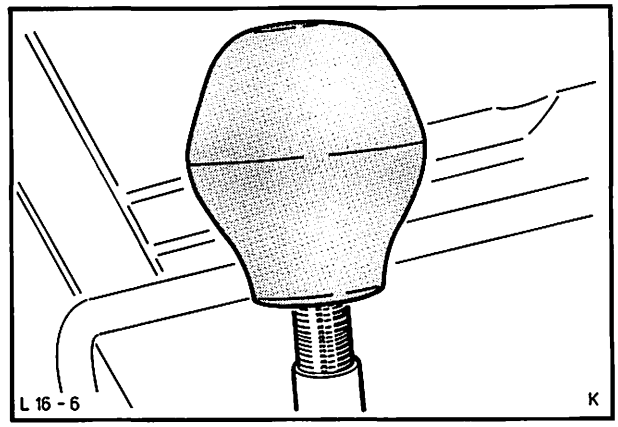

Abb. 8 Schaltknopf abschrauben
1. Fahrzeug auf eine Grube bzw. Hebebühne fahren und Massekabel von der Batterie abklemmen. Schaltknopf von Hand abschrauben. Abb. 8.